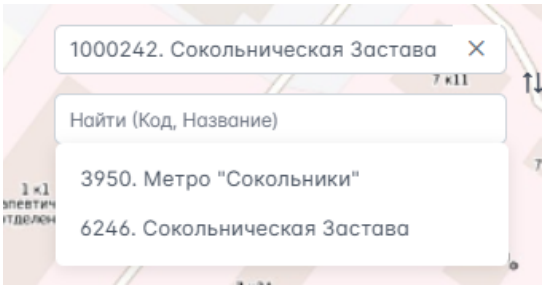

Рисунок 83 – Поиск сегмента. Точка начала выбрана
19. Нажать по нижнему полю, откроется список доступных точек окончания сегментов (остановок окончания движения или других элементов), рисунок 83. Для быстрой очистки поля нажать на ✕ .